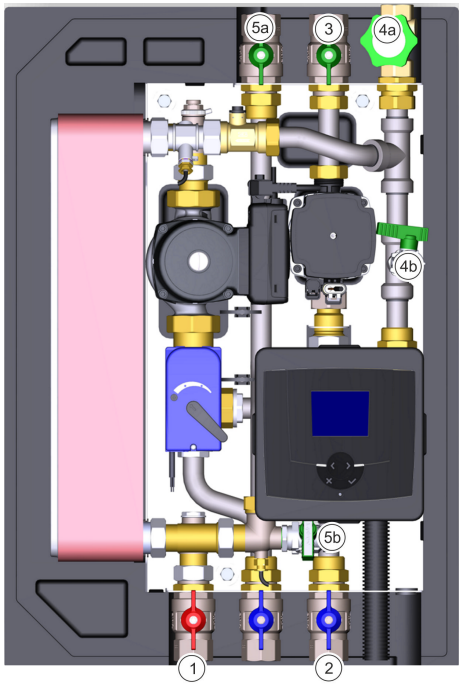

Rys. 26: Napełnianie stacji przygotowania świeżej ciepłej wody
5. Powoli otworzyć przyłącze głównego przewodu doprowadzającej wody pitnej (Rys. 26/4a lub 4b).
6. Otworzyć przyłącze rozdziału wody pitnej (ciepłej) (Rys. 26/5a lub 5b).
7. Jeżeli istnieje i jest już podłączone, otworzyć przyłącze zintegrowanej cyrkulacji (Rys. 26/3).
Powoli otworzyć przyłącze pierwotne ogrzewania dopływ (Rys. 26/1).
10. Otworzyć przyłącze pierwotne ogrzewania powrót (Rys. 26/2).